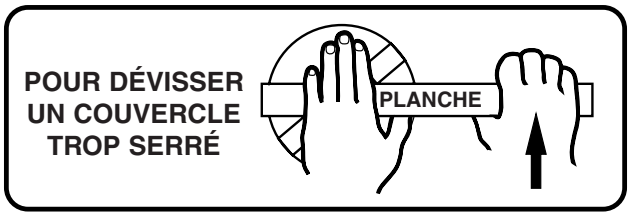

Figure 5 - Utiliser un levier ou une planche comme il est illustré ci-dessus pour déposer un couvercle trop serré.
Si la pompe n'est pas branchée sur un système à aspiration noyée, dévisser le couvercle du filtre collecteur et le déposer (se reporter à la Figure 5); remplir d'eau le filtre collecteur et le corps de la pompe.
2. Déposer le couvercle du filtre collecteur de la pompe et, avec de *l'air basse pression*, chasser l'eau accumulée dans les tuyaux. Utiliser un levier ou une planche pour déposer le couvercle du filtre collecteur s'il a été trop serré et s'il n'est pas possible de le déposer à la main. Des pattes ont été prévues sur le couvercle du filtre collecteur pour pouvoir utiliser un levier ou une barre afin de le desserrer (se reporter à la Figure 5). *Ne pas utiliser d'air haute pression pour purger le système.*